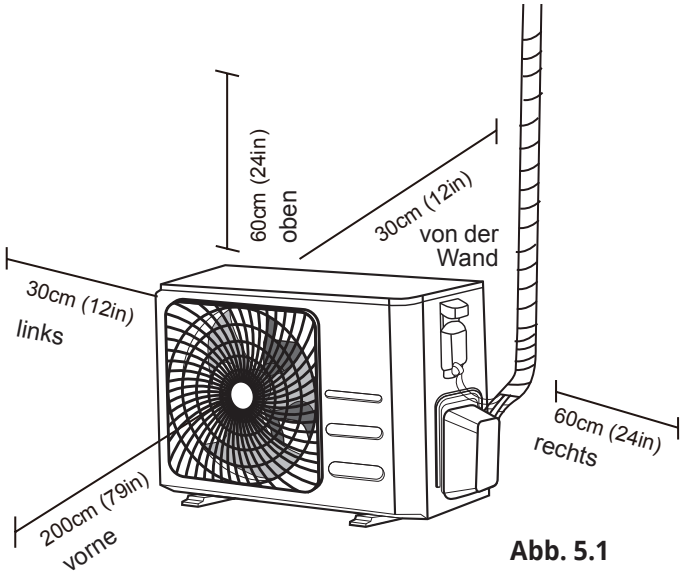

Abb. 5.1
- ☑ Sie erfüllen alle Anforderungen, wie in Abschnitt Spezifikationen des Installationsstandorts (Abb. 5.1) beschrieben